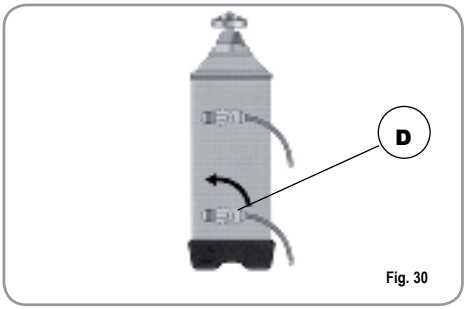

Fig. 30
3) Llevar nuevamente la palanca D hacia la izquierda (Fig. 30).